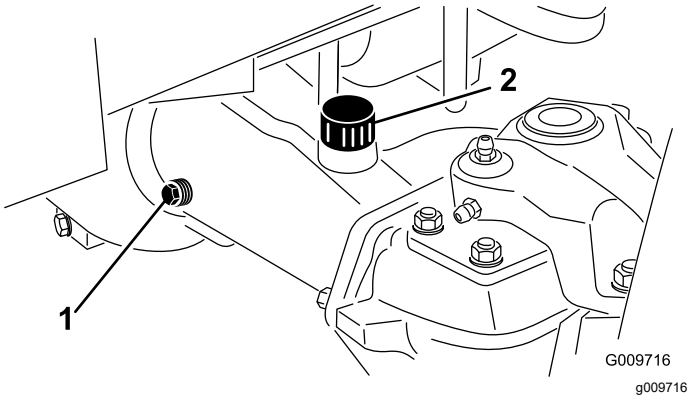

**Figur 106**
2. Ta ut en kontrollplugg på den ene enden av akselen (Figur 106), og kontroller at oljen når opp til bunnen av hullet. Hvis nivået er lavt, fjerner du fyllepluggen (Figur 106) og fyller olje til den når opp til bunnen av kontrollplugghullene.